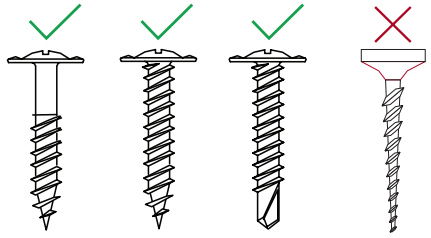

Рисунок 1
- для деревянной обрешетки рекомендуется использовать саморезы Smart Fix 4.2x25 (№1, рис.1). Допускается использование саморезов ПШ (№2, рис.1).
Запрещено использовать саморезы с потайной головкой (рис. 1).
9.3 Для монтажа сайдинга вертикально обрешетка монтируется горизонтально. Шаг обрешетки по осям должен быть не более 300-400 мм (рис. 1, 2, 3, 4).